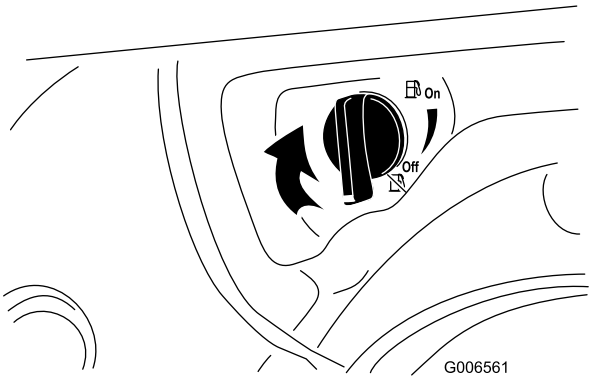

Rysunek 32
4. Zamknij zawór odcinający paliwo, przekręcając go w prawo (Rysunek 32).